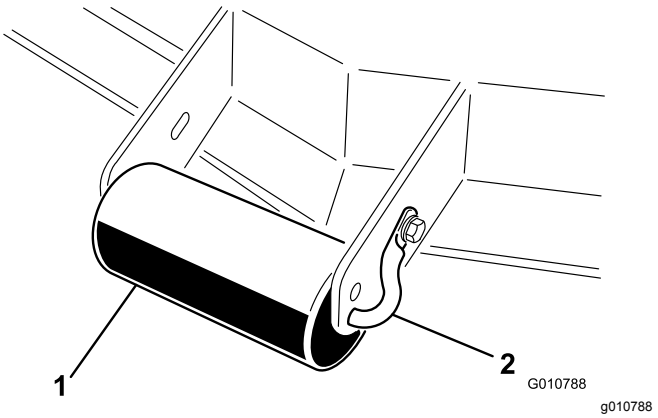

Figur 11
1. Ta av hodeskruen og mutteren som fester valseakselen til brakettene på klippeenheten (Figur 11).